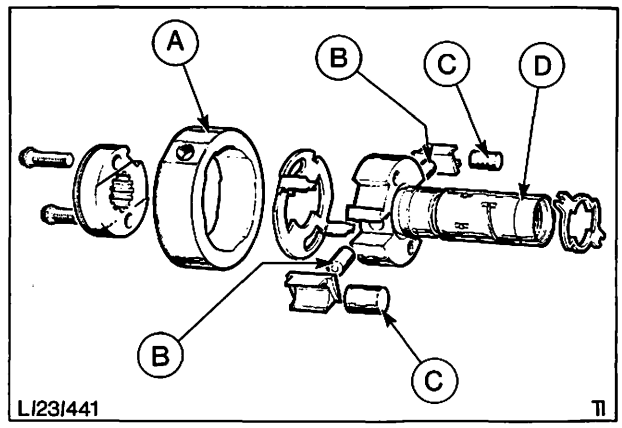

Abb. 6 Rotor- und Kolbeneinheit
B) Verteilerrotor- und Kolbeneinheit (Abb. 6)